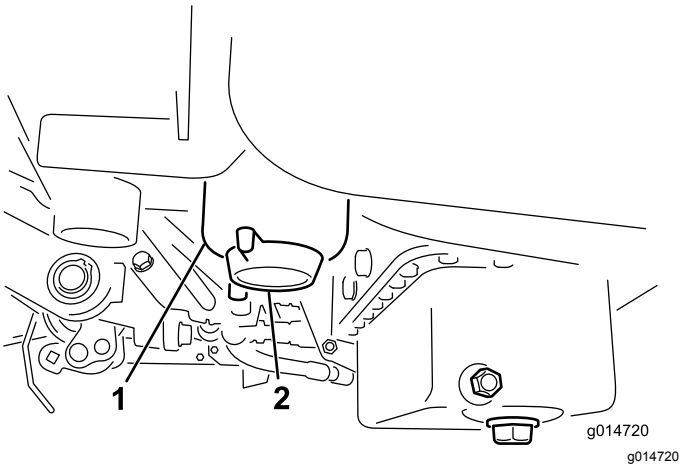

Rysunek 36
2. Oczyść obszar wokół miejsca zamontowania filtra (Rysunek 36).
4. Odkręć korek spustowy filtra (Rysunek 36).